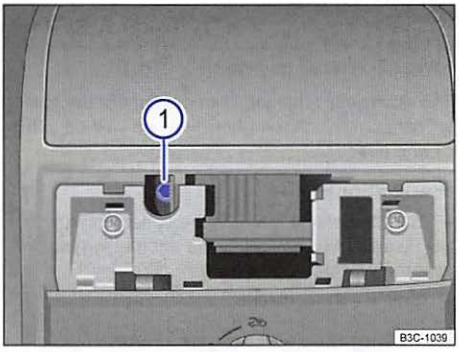

Fig. 151 Hexagonal head screw for closing the power sunroof.
- Insert a commercially available 1/6 in (4 mm) Allen wrench[1] into the hexagonal head screw ⇒fig. 151 ①.